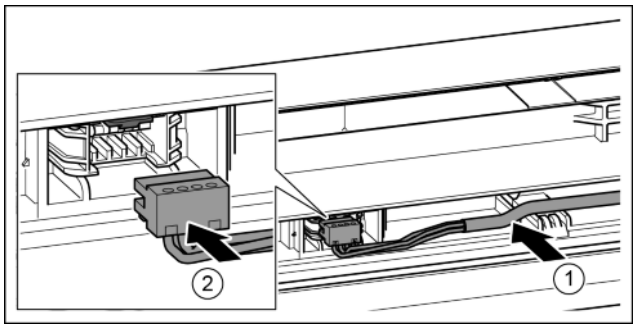

Fig. 38
▶ Insert the grey cable into the guide in the top door. *Fig. 38 (1)*
▶ Engage the plug. *Fig. 38 (2)*